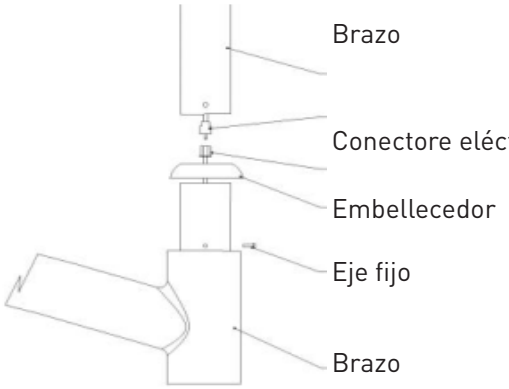

Imagen 1
- Ensamble el polo de la luz operatoria (imagen 1), desenrosque la barra, tire del cable eléctrico del brazo de la luz de operaciones hacia la barra. Los conectores 4 y 5 (imagrn 3) deben estar bien conectados. Ponga bien la polaridad y vuelva a atornillar.